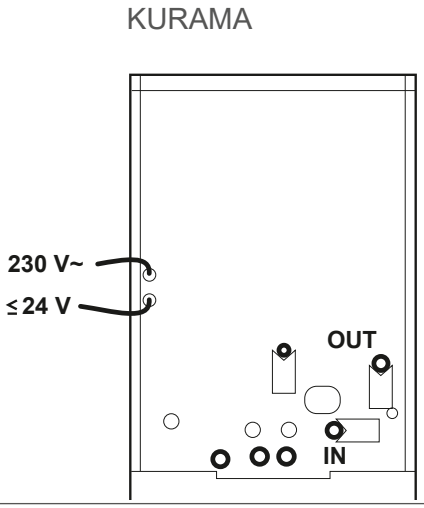

Rys. 18 — Koryto przewodowe (na zewnątrz kotła)
- Wykonać podłączenia według schematów (*Rys. 18* i *Rys. 22*).